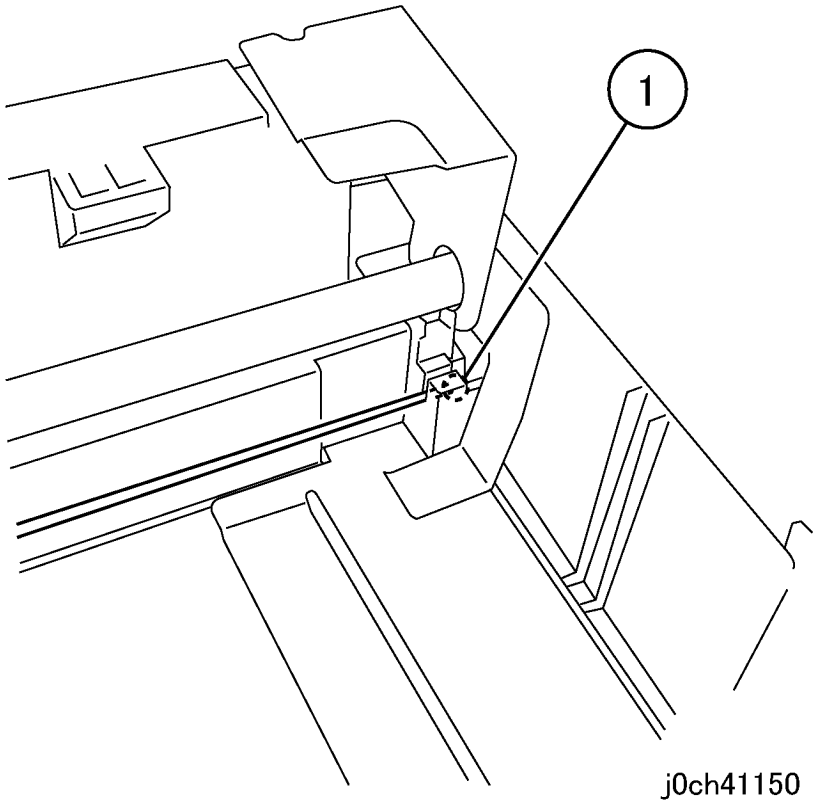

Рисунок 7 Снятие шарика тросика (j0ch41150)
8. Выньте шарик тросика справа сзади (рисунок 7).